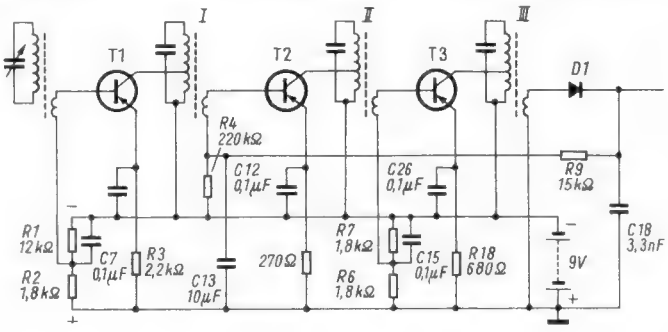

*Bild 2. Vereinfachter Hf- und Zf-Teil mit Vorspannungsversorgung durch Widerstände*
*Bild 2* zeigt zunächst zum Vergleich in vereinfachter Darstellung drei Stufen eines Transistorempfängers üblicher Art, und zwar handelt es sich um die Hf- und Zf-